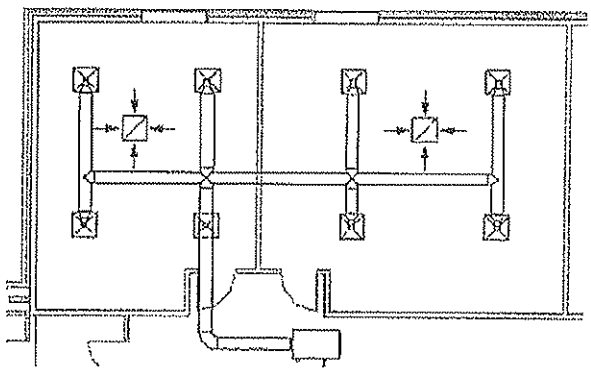

Figure 8–60
2. In the *Modify | Multi-Select* tab>Edit panel, click (Convert Placeholder). The ducts are placed using the original settings as shown in Figure 8–60.